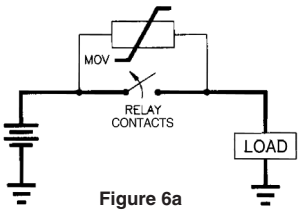

Figure 6a
Figure 6a, b, and c show three methods used to limit the voltage transient developed across the relay contacts when interrupting inductive loads. The same circuits impressed across the load will protect it from voltage overshoot:
- Figure 6a shows a Metal Oxide Varistor (MOV) across the power contacts. We recommends this circuit for most general purpose applications and suggests the user consult MOV manufacturers application notes since the proper MOV selection depends on transient energy, etc. MOV's are compact in size and low in cost.